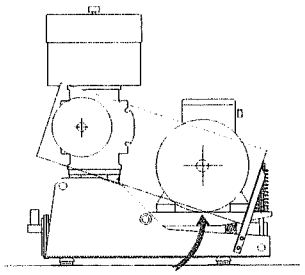

Fig. 22
- Lift the motor a few degrees toward blower and secure it in this position by means of wooden supports under motor brackets (Fig. 22).